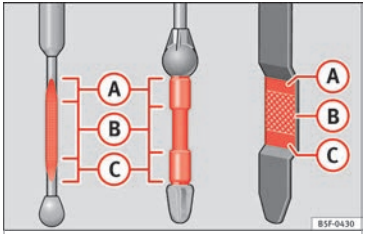

Fig. 207 Engine oil dipsticks.
The dipstick shows the engine oil level. ››› Fig. 207.
- **The oil level must never exceed area A ››› Fig. 207. Risk of damage to the exhaust system!**